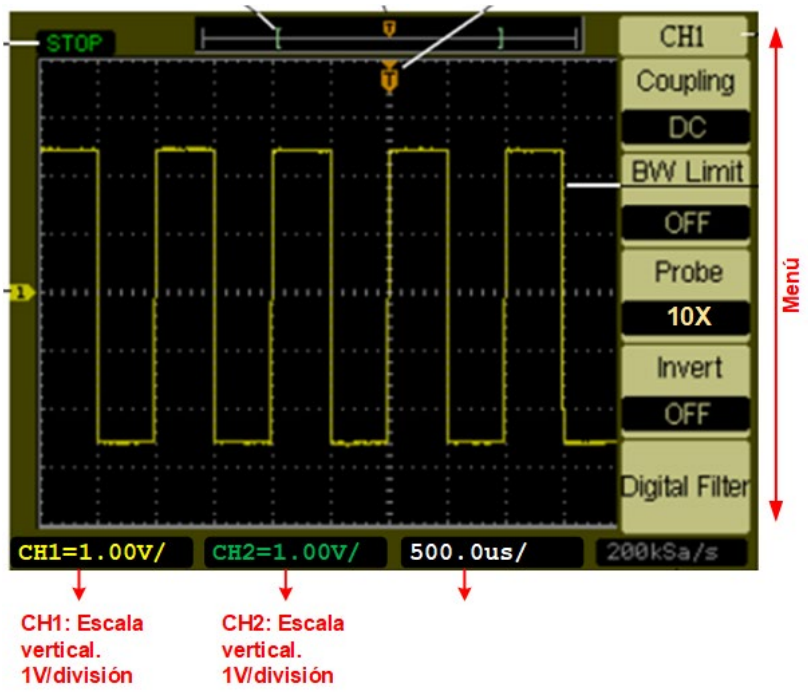

Figura I.1*. Señal cuadrada en la pantalla del osciloscopio.*
C) En la parte inferior de la pantalla del osciloscopio de la figura I.1 se muestra el valor de la ***escala vertical*** tanto del canal 1 o CH1 como del canal 2 o CH2 especificado en V/división. En este ejemplo, el valor CH1=1.00V/ y CH2=1.00V/ indica que una división (cuadro) vertical de la pantalla equivale 1V; es decir, la amplitud de la onda cuadrada de la figura I.1 es de 5 divisiones×1.00V/div=5 V.
D) En la parte inferior a la derecha de la pantalla de la figura I.1 también se muestra la ***escala horizontal*** en texto de color blanco. Indica que una división (cuadro) horizontal corresponde a un tiempo de 500µs. El cambio de escala se realiza girando el mando indicado como horizontal. Observar su efecto al girar a la izquierda o derecha. También se puede desplazar horizontalmente la señal con el mando pequeño. En el ejemplo de esta figura, el periodo de la señal es T=2 divisiones×500µs /div=1ms⇒F=1/T=1kHz.